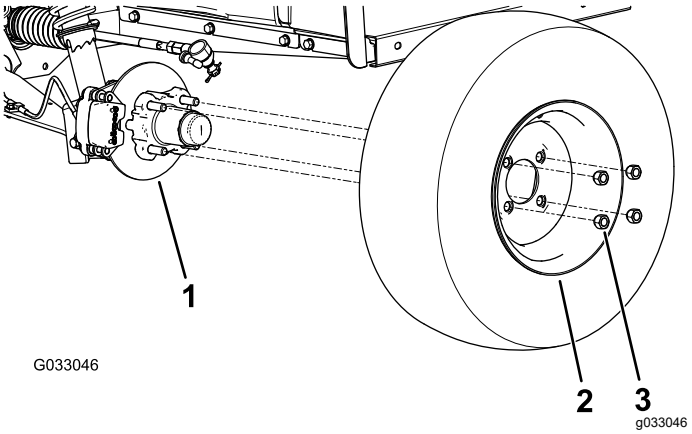

Figura 29
2. Retire as 4 porcas de rodas que prendem a roda ao cubo (Figura 29).
4. Alinhe os orifícios na roda com os pinos do cubo e monte a roda no cubo com a haste da válvula para fora (Figura 29).
5. Prenda a roda ao cubo utilizando as porcas das rodas (Figura 29).